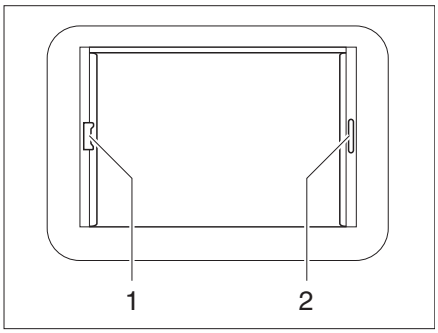

Fig. 49 Heki skylight, blind lock
- Pull out Roman shade at the handle (Fig. 49,2) and release in the required position. The Roman shade will stay in that position.
- Pull the roller insect screen at the handle (Fig. 49,1) to the opposite handle of the Roman shade (Fig. 49,2) and allow to engage.
- At the back, press the roller insect screen handle upward and unhook the roller insect screen at the Roman shade (Fig. 49,2).